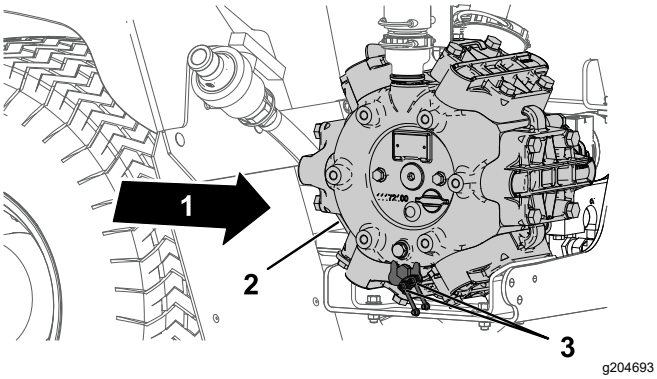

Figura 65
1. Limpie los 2 engrasadores remotos (Figura 65).
2. Bombee grasa en el engrasador remoto (Figura 65).